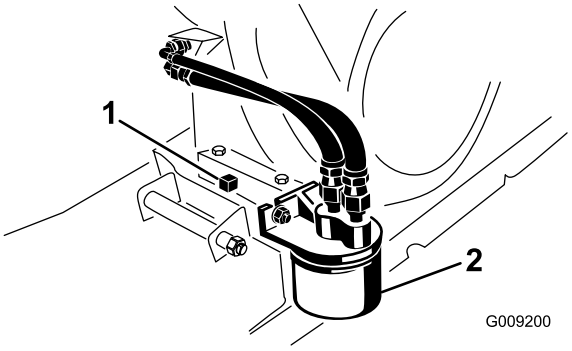

Figura 43
5. Allineate una bacinella di spurgo con una capacità di 1,8 litri sotto il tappo di spurgo (Figura 43).
6. Togliete il tappo di spurgo e la guarnizione(Figura 43).
2. Togliete il vecchio filtro dell'olio (Figura 43).
4. Inserite il nuovo filtro sul relativo adattatore in modo che la guarnizione sia a contatto con la piastra di appoggio, quindi serrate il filtro di un altro 1/2 o 3/4 di giro (Figura 43).